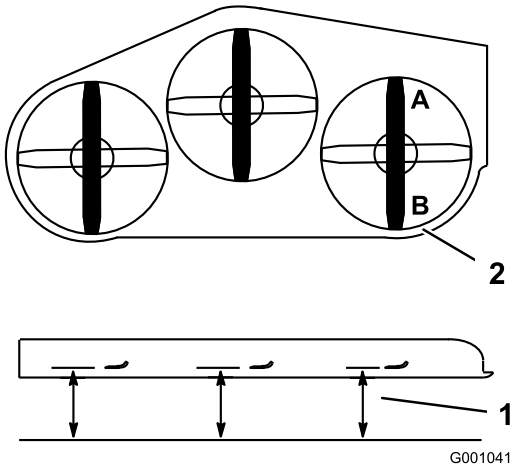

Figuur 75
1. Zet het rechter maaimes in de schuinstand (Figuur 75).
2. Meet het rechter mes bij punt **A**. Meet de afstand tussen een horizontaal oppervlak en de snijrand van het maaimes (Figuur 75).
4. Meet het rechtermes bij punt **B**. Meet de afstand tussen een horizontaal oppervlak en de snijrand van het maaimes (Figuur 75).
6. Het maaimes moet 6 tot 10 mm lager staan bij punt **A** dan bij punt **B** (Figuur 75). Indien dit niet het geval is, gaat u als volgt te werk.